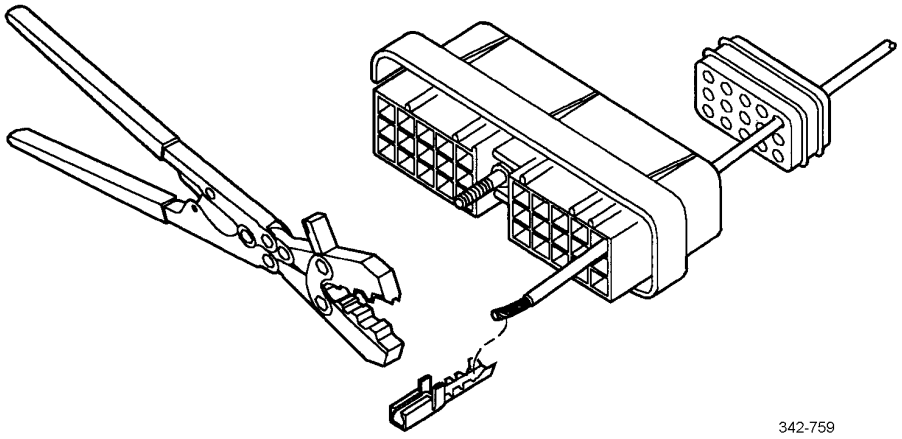

Figure 2. Terminal and Crimping Tool Position.
(2) Strip end of cable using wire strippers to leave 0.2 +/- 0.02 in (5.0 +/- 0.5 mm) of bare conductor.
(3) Squeeze handles of crimping tool together firmly to cause jaws to automatically open.
(4) Hold “wire side” facing you.
(5) Push terminal holder to open position and insert terminal until wire attaching portion of terminal rests on 20-22 anvil. Be sure wire core wings and insulation wings of terminal are pointing toward upper jaw of crimping tool (Figure 2).